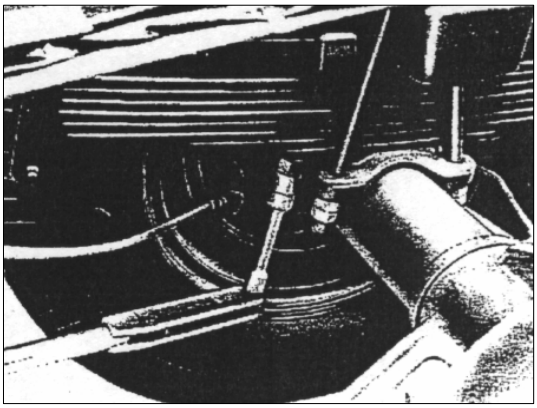

РИС. 307
4) Установите стремянки и кронштейн стабилизатора поперечной устойчивости и затяните гайки стремянок с усилием 18 кг·м и контргайки с усилием 18 кг·м. (см. рис.307).